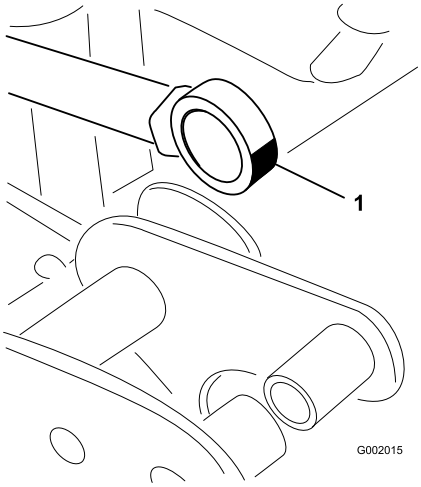

Figur 46
5. Før enden af aktuatorstanglejet med påført fedt ind i lejet (Figur 46). Tør overskydende fedt af.